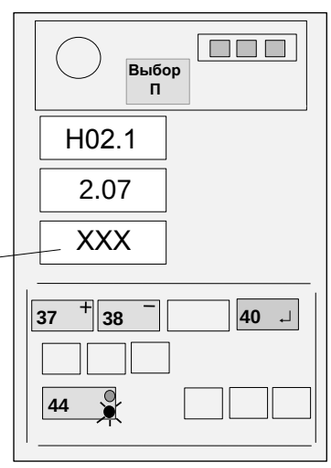

Рисунок 14
4.5.6.4 Нажимая кнопки "+" (37) и "-" (38), набрать на среднем ИЖЦ значение вылета равным 2.07 (см. рисунок 14) для установленного значения вылета по рулетке.
4.5.6.5 Нажать на время 1 с кнопку "↵" (40) и, проконтролировав короткий звуковой сигнал, отпустить кнопку (см. рисунок 14).